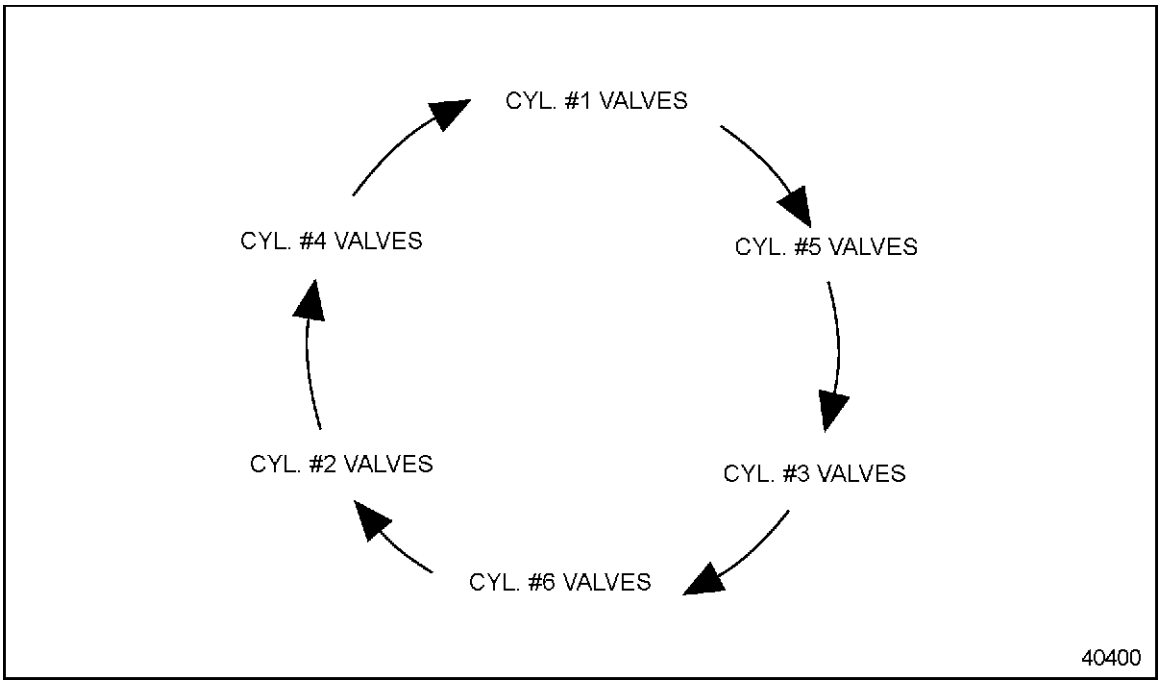

Figure 12-15 Timing Circle Chart for the Series 60G Engine
Bar the engine over clockwise until one of the cylinders has the intake and exhaust cam follower rollers on the base circle of the camshaft. Adjust all four valves at this position. Continue barring the engine over until the next cylinder is in position. Follow the timing valve circle chart until all of the valves have been adjusted. See Figure 12-15.
5. See Figure 12-15 and locate the cylinder. The timing circle can be started with any cylinder. Ensure the circle is completed to set all valves.
11. See Figure 12-15 and note the cylinder number, in parentheses, directly under the cylinder that just received the valve adjustment.